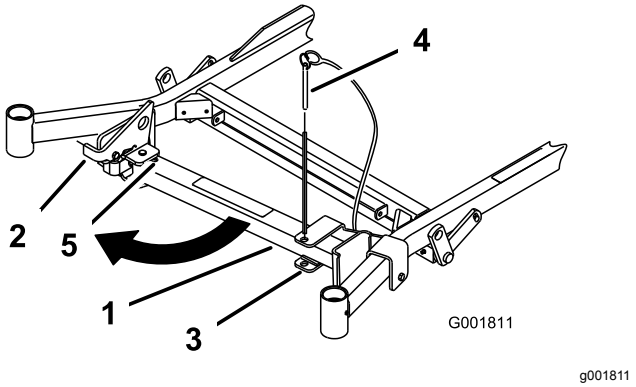
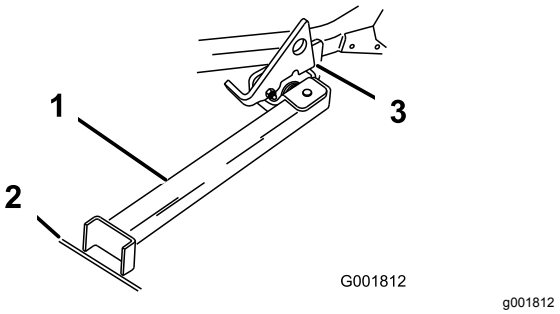

Figuur 47
Figuur 48
2. Verwijder de pen van de beugel (Figuur 47).
4. Draai het voetstuk van de Z Stand aan de voorkant naar buiten en schuif de Z Stand in de richting van de machine, in de onderkant van de sleuf (Figuur 47 en Figuur 48).
5. Plaats het voetstuk op de grond en laat de vergrendeling op de draailip rusten (Figuur 48).
Opmerking: Om de beste resultaten te verkrijgen, moet u het voetstuk in spleten in een voetpad of een gazon plaatsen (Figuur 48).
7. Rij de machine de Z Stand op. Stop de machine als de vergrendeling boven de lip in de vergrendelde stand valt (Figuur 48).
5. Zet de Z Stand terug in de ruststand (Figuur 47).